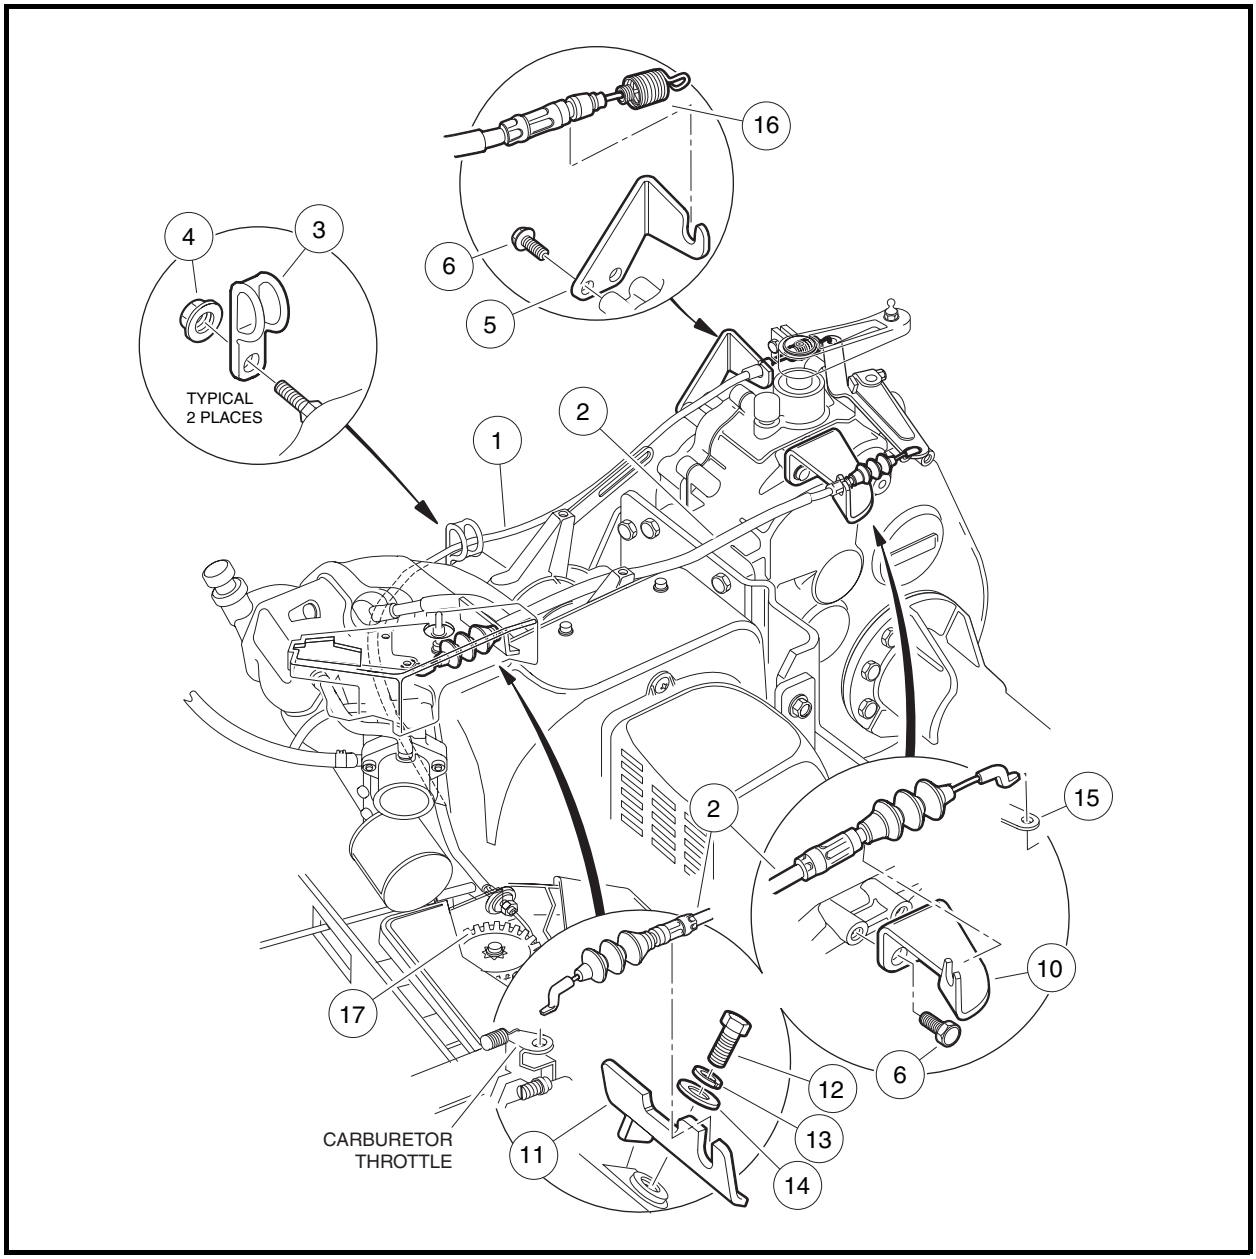

Figure 14-6 Governor and Accelerator Cables
1. Install the cable onto the governor cable support bracket (10) and the engine bracket (11) **(Figure 14-6, Page 14-9)**.
4. Connect the governor cable to the governor lever arm (15) **(Figure 14-6, Page 14-9)**.
3. Disconnect cable (1) from cam (17) in the electrical box **(Figure 14-6, Page 14-9)**.
4. Disconnect the spring (16) from the engine governor arm.
5. Remove the accelerator cable from the accelerator cable bracket (5). Remove the cable assembly from the vehicle.
1. Connect the cable to the cam (17) in the electrical box **(Figure 14-6, Page 14-9)**.
3. Connect the spring (16) to the engine governor arm **(Figure 14-6, Page 14-9)**.
4. Install cable in accelerator cable bracket (5).